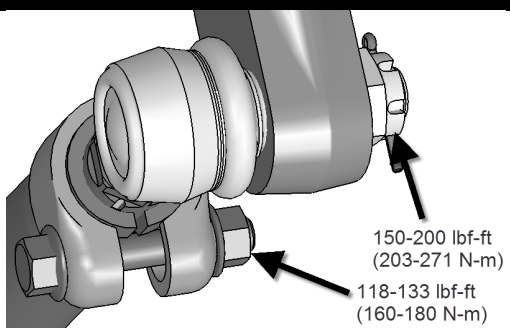

FIGURE 11
13. Once the proper length adjustment is done, tighten the sleeve end ball joint clamp. To prevent interference between the ball joint clamp bolts with other components of the steering system, the clamp bolt must be positioned horizontally as shown on FIGURE 11. **Tighten the clamp nut to 118-133 lbf-ft**.